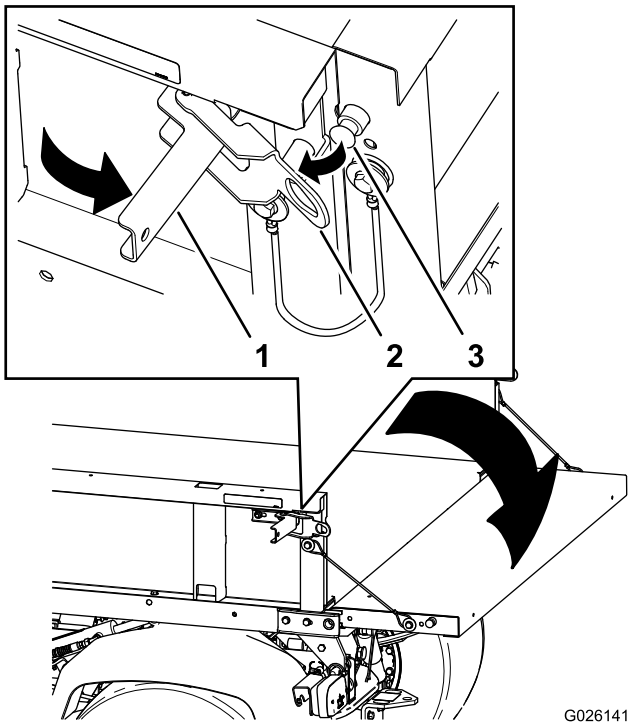

**Figur 13**
2. Öppna spärrhakarna på vänster och höger sida av lastlådan och sänk ner flakskyddet (Figur 13).